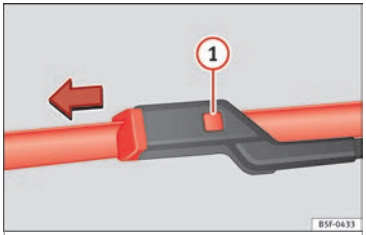

Fig. 171 Changing the windscreen wiper blade.
– Press the securing tab down (1) ››› **Fig. 171**.